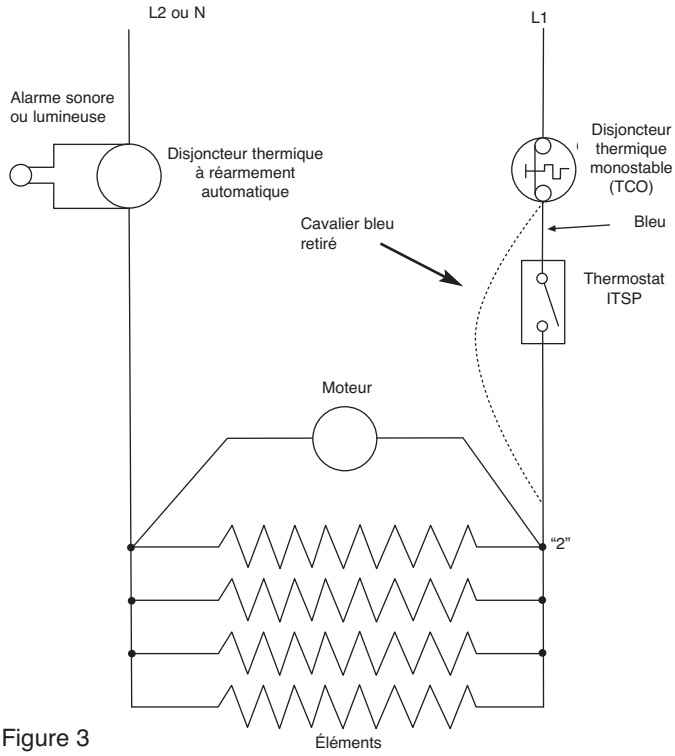

Figure 3
7. Connecter le fil bleu du thermostat au disjoncteur thermique monostable et le fil noir à la borne "2" de l'élément (voir la figure 3).